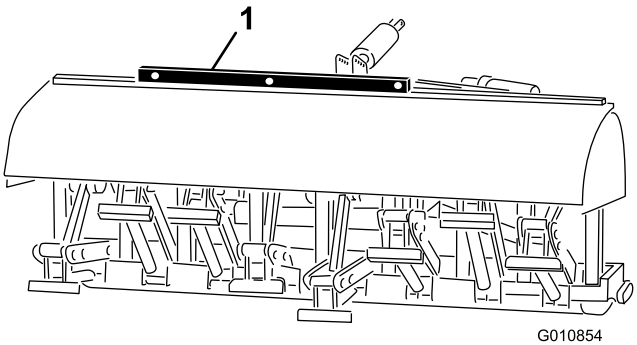

Figur 25
2. Placera ett vattenpass ovanpå luftarens ram för att kontrollera att den är jämnt inställd i sidled (Figur 25).